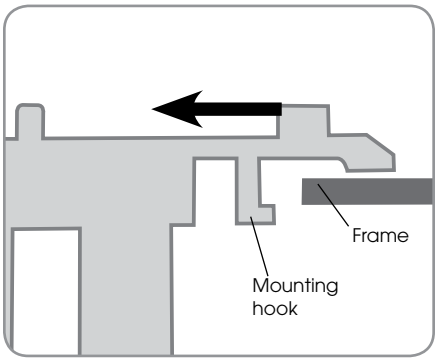

Figure 8. Dock mounting hook disengaged
2. Slide the dock a few millimeters toward the bottom bracket until the mounting hook disengages (Figure 8), then lift it straight off the frame.